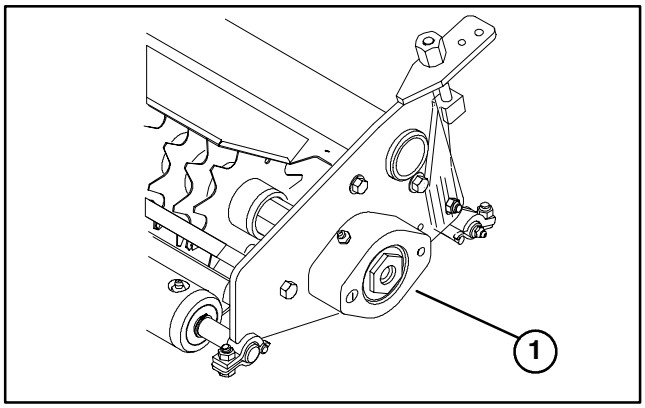

Figure 11
REMOVING REEL (Fig. 11 – 12)
1. Remove (2) capscrews and washers securing counterweight to end of dethatcher unit. Remove counterweight.
2. Remove (2) capscrews and washers securing reel motor to other end of dethatcher unit. Remove reel motor.
3. Remove (2) capscrews and lockwashers securing the reel bearing housings to each end of dethatcher unit (Fig. 11).